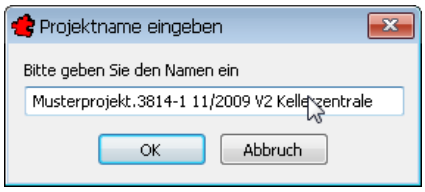

Bild 17.14 – *Teilprojekt Einlesen,* Benennung des Projektes
- Schließlich vergeben Sie noch einen temporären *Projektnamen* für das Listenfeld in der Projektverwaltung. Der Name muss wie immer eindeutig sein – und eine sinnvolle Ergänzung wie **TP** für *Teilprojekt* kann sicher nicht schaden (Abb. 17.14)!